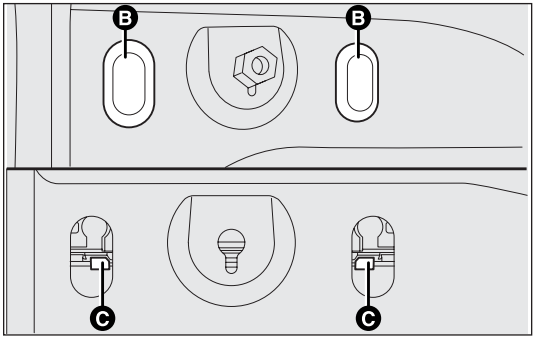

fig. 159a F0V0164m
- ❒ for versions with swing doors, remove rubber plugs B-fig. 159a, manoeuvre retaining tabs C and extract the cluster;